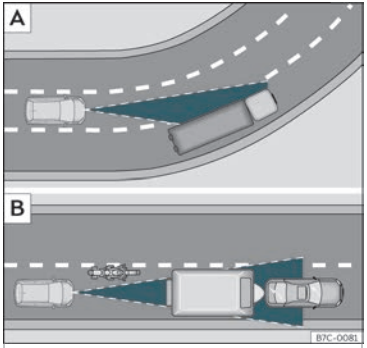

Abb. 159 A Fahrzeug in einer Kurve. B Vorausfahrender Motorradfahrer außerhalb des Erfassungsbereichs des Radarsensors.
Es ist möglich, dass die ACC das vorausfahrende Fahrzeug in der Kurve nicht erkennt oder die Entfernung mit Fahrzeugen, die sich auf anderen Fahrspuren befinden, einstellt ››› **Abb. 159** A.
- Versetzt fahrende Fahrzeuge oder Fahrzeuge, die außerhalb des Erkennungsbereichs des Sensors fahren, z. B. Motorräder. ››› **Abb. 159** B